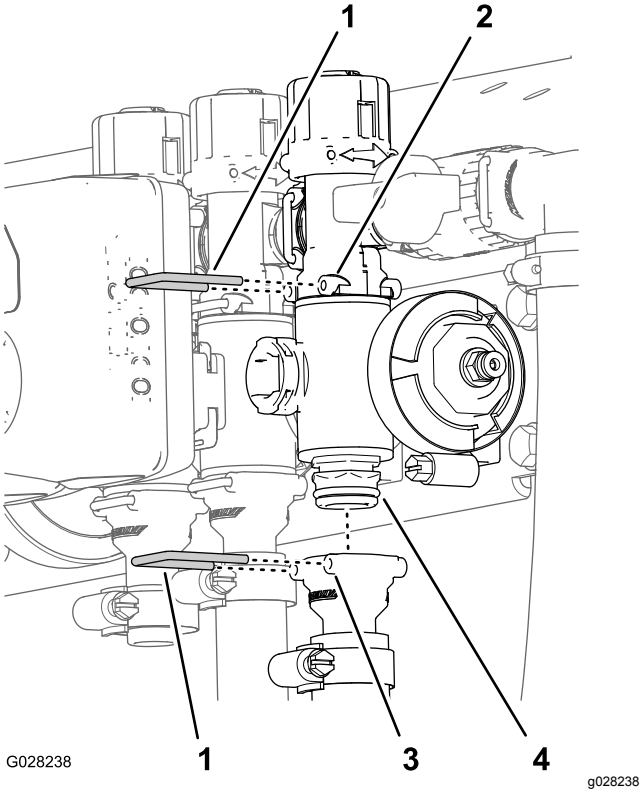

Rysunek 74
2. Zdejmij elementy ustalające mocujące złącze wylotu do rozgałęźnika zaworu sekcji i rozgałęźnik zaworu do złącza obejścia (Rysunek 74).